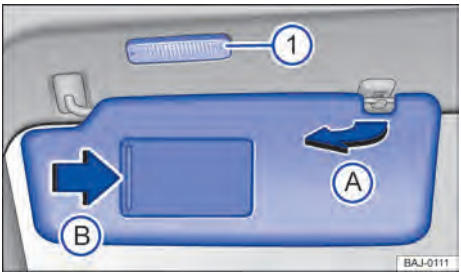

Fig. 78 Para-sol.
- Retirar do suporte e virar na direção das portas ⇒ Fig. 78 Ⓐ.